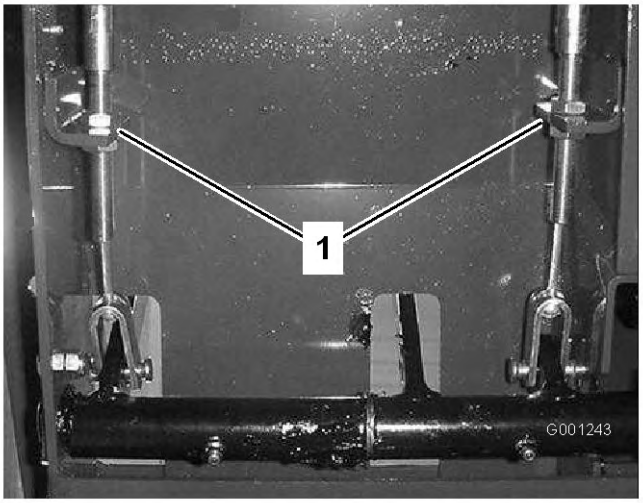

Figure 63
2. Pour réduire la garde aux pédales de frein, serrez les freins en desserrant l'écrou avant sur l'extrémité filetée du câble de frein (Figure 63). Serrez l'écrou arrière pour déplacer le câble en arrière jusqu'à obtention d'une garde de 13 à 25 mm.